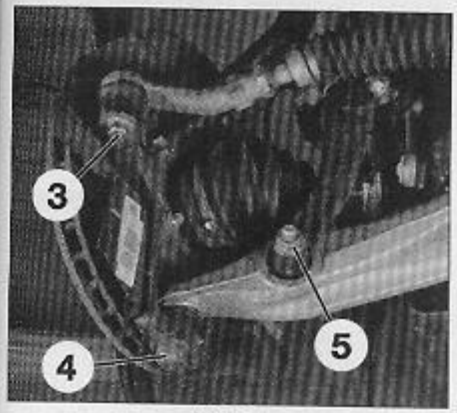

FIG. 2
- Desserrer l'écrou (3) de la rotule de direction **(Fig.2)** puis l'extraire du pivot.